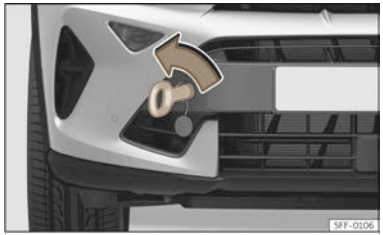

Fig. 224 Right side of the front bumper: towing eye screwed in.
3. Screw the towing eye into the housing by turning it **anticlockwise** ››› **Fig. 224** , ››› ⓘ as far as it will go. Use a suitable object that can completely and securely tighten the towing eye in its housing.